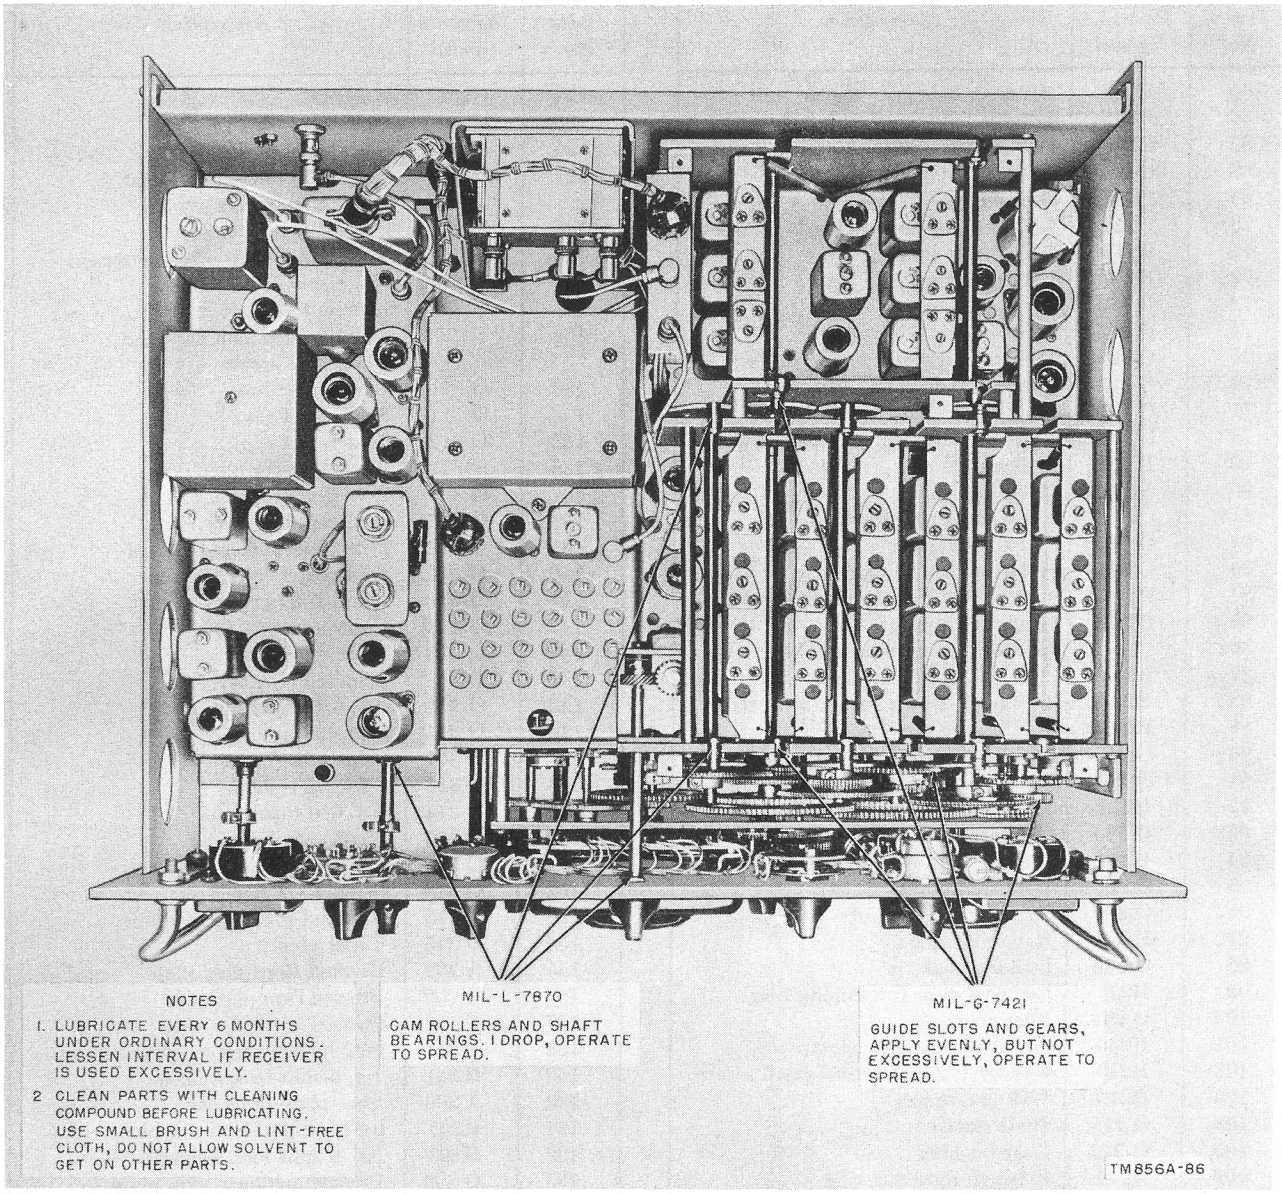

Figure 85. Radio Receiver R-390A/URR, Lubrication points.
b. Detailed Lubrication Instructions. Lubricate the gears, cams, bearings, slug racks, and guide slots as indicated in figure 85. To distribute individual drops of oil to the bearings, dip a short length of bare wire into the oil and touch the end of the wire to the bearing. This method will prevent the application of too much lubricant. A small hand-operated grease gun and a clean thin brush can be used for depositing grease to the gear teeth, cam edges, and guide slots. Operate the MEGACYCLE CHANGE and KILOCYCLE CHANGE knobs while performing the lubrication to expose all parts and to spread the lubricant to all gear teeth and wearing surfaces.